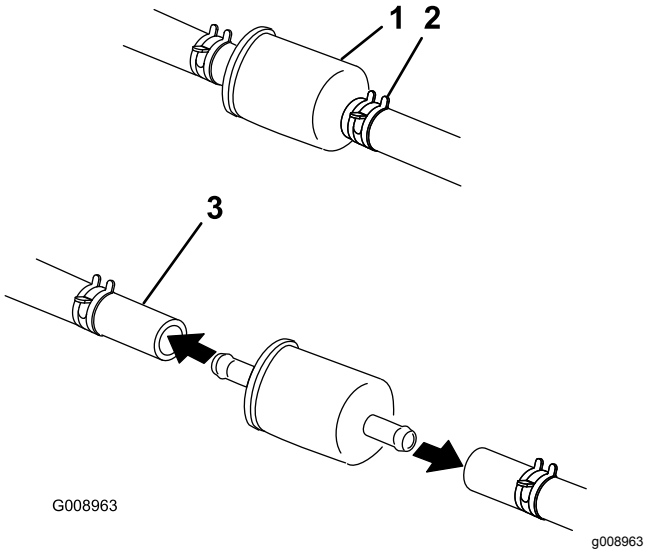

Figura 62
4. Cierre la válvula de cierre de combustible, situada debajo del asiento (Figura 62).
5. Apriete los extremos de las abrazaderas y deslícelas por el tubo alejándolas del filtro (Figura 62).
7. Instale un filtro nuevo y acerque las abrazaderas al filtro (Figura 62).